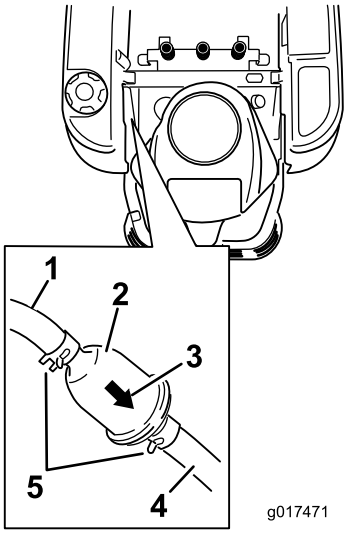

Figure 40
3. Locate the fuel filter on the side of the engine (Figure 40).
4. Squeeze the ends of the hose clamps together and slide them away from the filter (Figure 40).
7. Move the hose clamps close to the filter (Figure 40) to secure it in place.